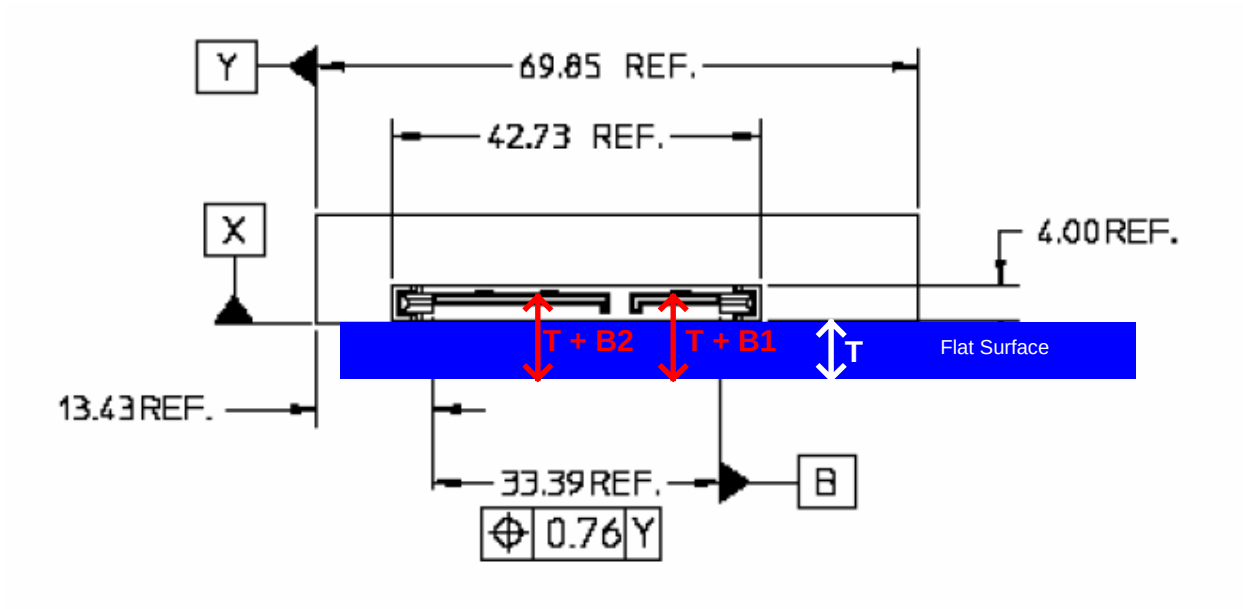

Figure 15
3. At the rightmost part of the plug (see Figure 15), measure the distance from the top of the tongue of the SATA plug to the bottom of the flat surface. Record this value as *T+B1*.
4. At the leftmost part of the plug (see Figure 15), measure the distance from the top of the tongue of the SATA plug to the bottom of the flat surface. Record this value as *T+B2*.